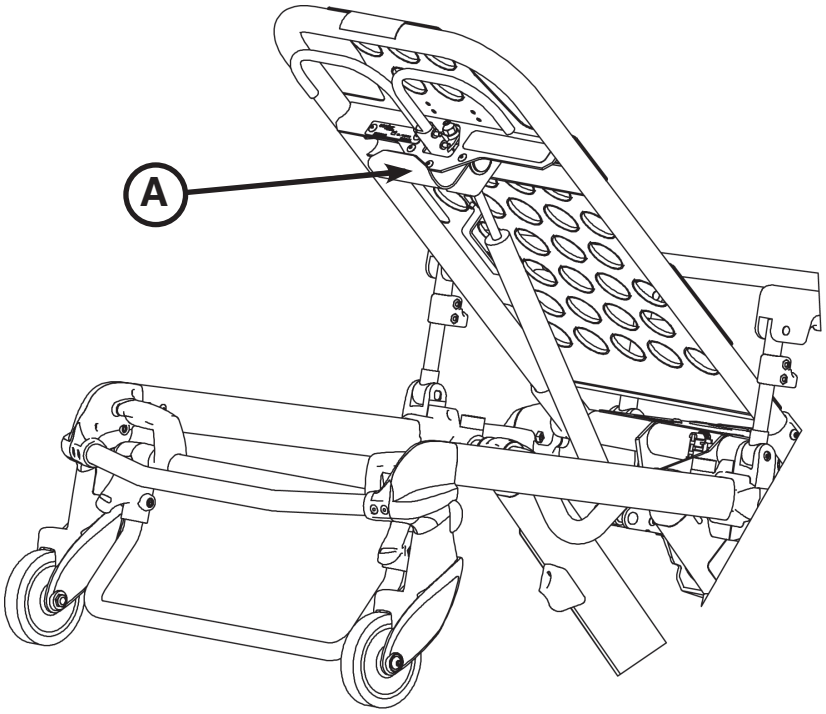

Figura 60
Il gancio per apparecchiature (A) (vedere Figura 60) serve per appendere accessori o apparecchiature aggiuntivi, ad esempio defibrillatori o monitor.